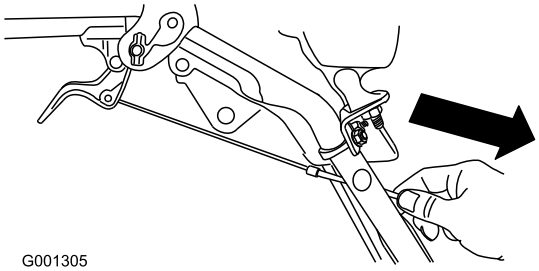

Figur 9
4. Træk forsigtigt kabelkappen ned, indtil hjulkoblingsarmen er nede, og der ikke er noget slæk i kablet. Spænd herefter kabelklemmemøtrikken fast (Figur 9).